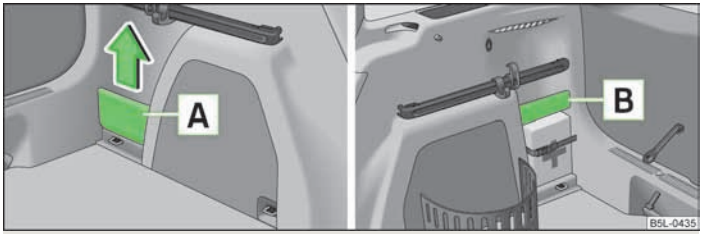

图 82 行李箱：储物箱
可将侧盒盖板 A » 图 82 取出，从而增大行李箱容积。
› 握住盖板 A 上部分，然后小心地沿箭头方向取出 » 图 82。
- 左侧可取出式储物箱 A » 图 82 适用于放置重量不超过 1.5 kg 的小物品。
- 右侧储物箱 B » 图 82 适用于放置重量不超过 0.5 kg 的小物品。